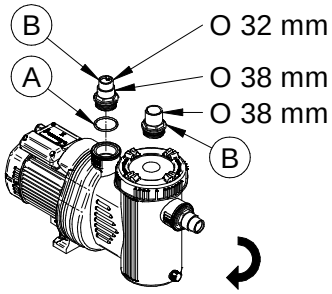

Fig. 23
1. Colocar las juntas tóricas (Fig. 23, # A) en los portagoma (Fig. 23, # B).
2. Enroscar los dos portagoma (Fig. 23) a la *aspiración* y a la *impulsión* de la *bomba*.